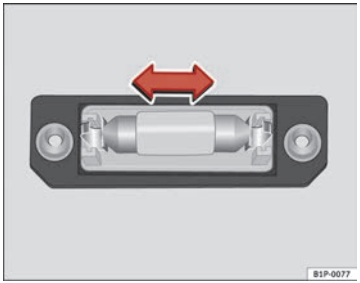

Abb. 211 Kennzeichenbeleuchtung
– Nehmen Sie die Glühlampe in Pfeilrichtung heraus ⇒ Abb. 211.